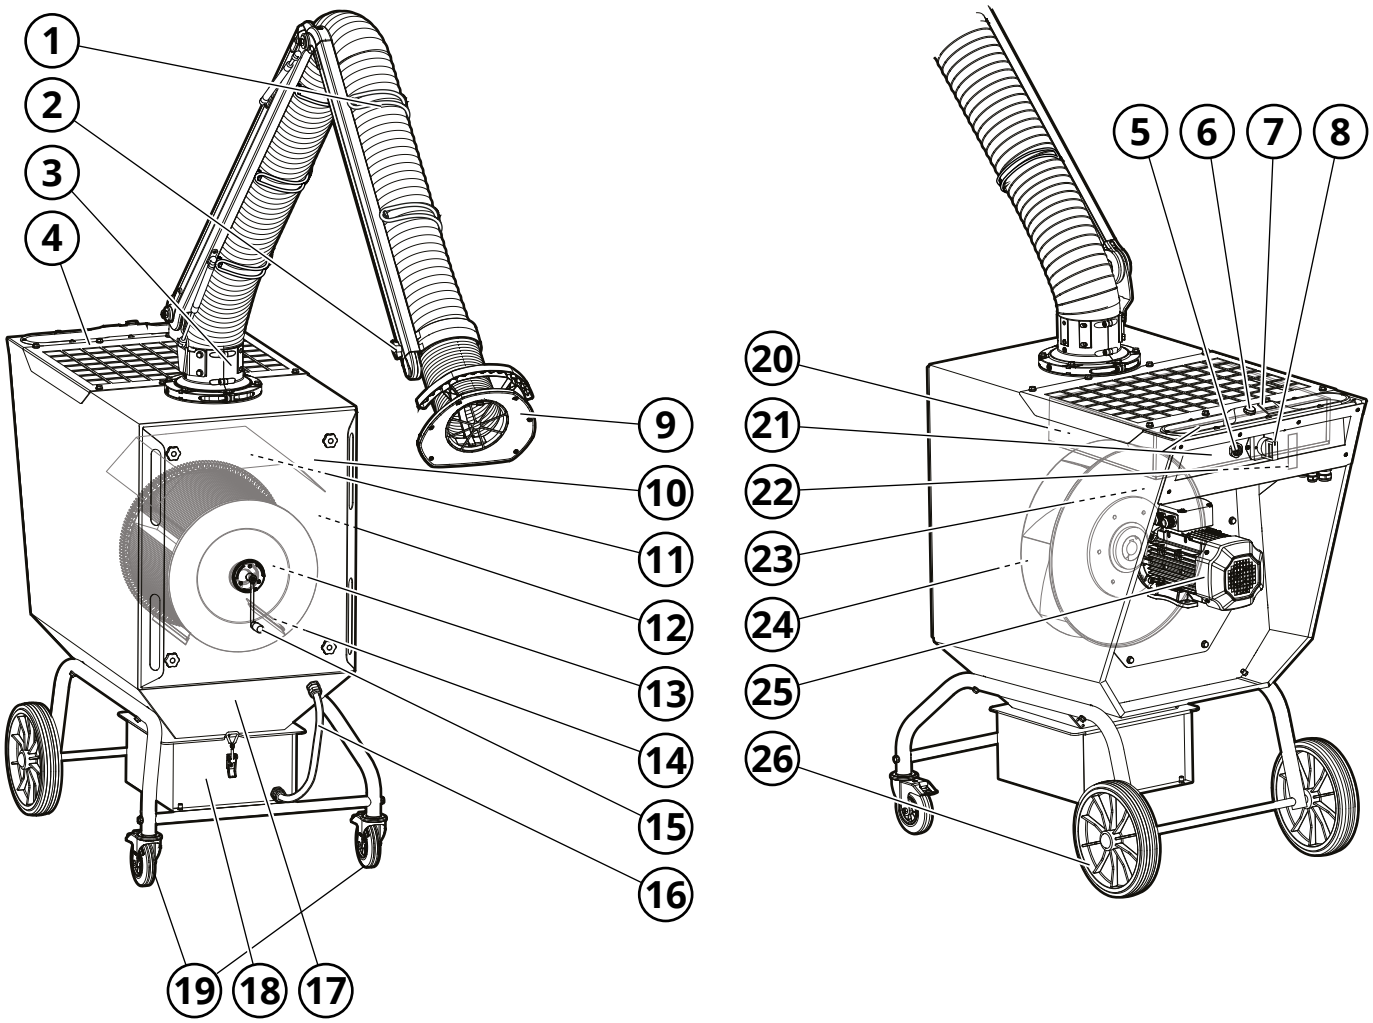

Fig. 2
Consulte la **Fig. 2**.
El aire contaminado se aspira a través del extractor local (1, **Fig. 2**) al lado sucio de la máquina (12), donde el aire se limpia a través del cartucho del filtro (13). El grado de filtrado es de ≥ 99 % para la contaminación por humo y polvo de soldadura de aceros de alta aleación, como, por ejemplo, acero con un contenido de níquel y cromo del 30 %. A continuación, el aire limpio se aspira a través de la turbina (24) y se pasa luego desde el lado limpio de la unidad de filtrado (23) a través de la rejilla de salida (4).